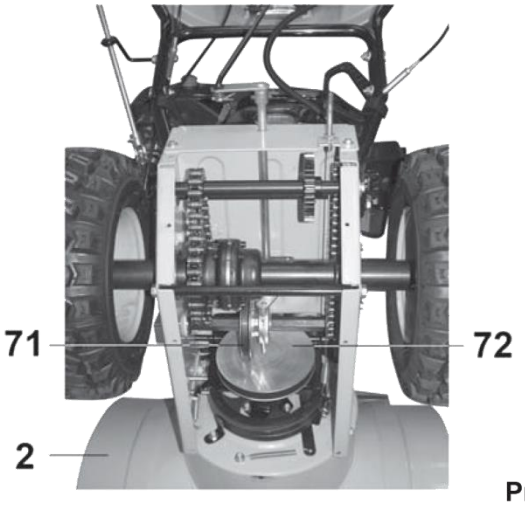

Рис. 36
9.13. Проверка системы привода колес (Рис. 36)
9.13.4. Выкрутите болты крепления нижней крышки корпуса редуктора и демонтируйте ее (на Рис.36 крышка корпуса ре-